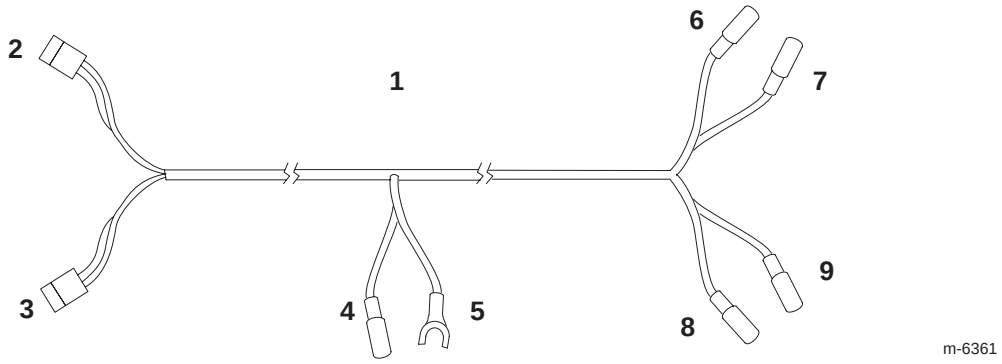

**Figure 3**
3. Connect the connectors on the wiring harness to the bottom of the switches. Connect the connector with the blue and white wires to the right switch and the connector with the yellow and green wires to the left switch (Fig. 3).
5. Connect the end of the red wire coming from the center of the wiring harness to an open position (position with no fuse) with a red wire lead on the fuse block (Fig. 3 and 4).
**8.** Connect the blue wire with a spade connector into the connector port that lines up with the red wire of the right actuator (Fig. 3).
**9.** Connect the white wire with a spade connector into the connector port that lines up with the yellow wire of the right actuator (Fig. 3).
**10.** Connect the green wire with a spade connector into the connector port that lines up with the red wire of the left actuator (Fig. 3).
**11.** Connect the yellow wire with a spade connector into the connector port that lines up with the yellow wire of the left actuator (Fig. 3).